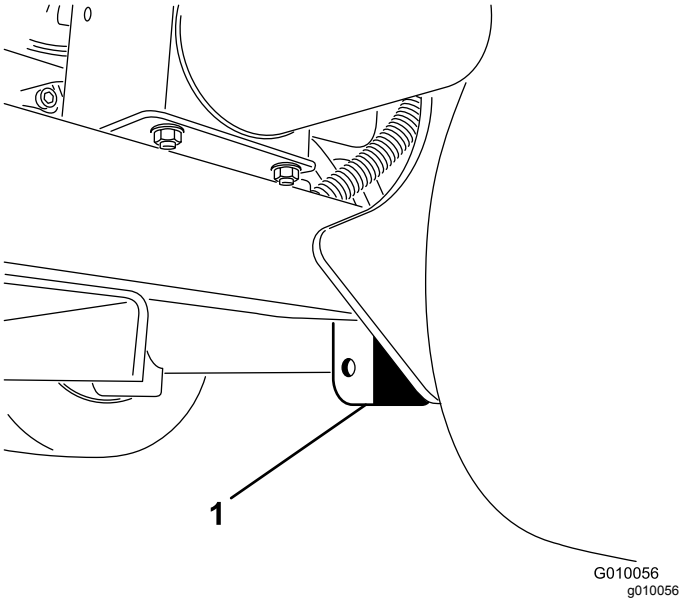

Rysunek 42
3. Umieść dźwignik bezpiecznie pod płytą ramy od wewnątrz, przy samym kole tylnym (Rysunek 42).